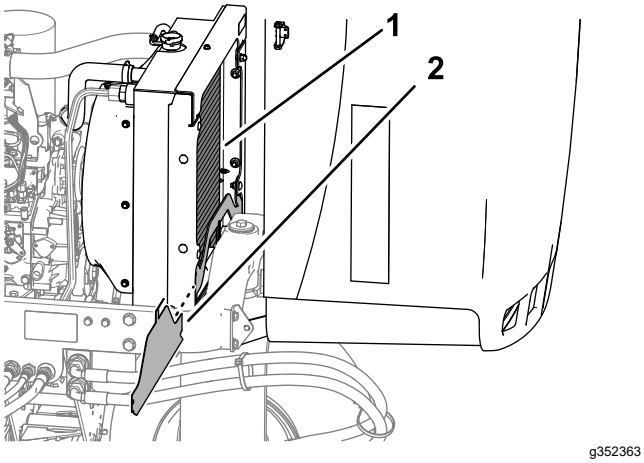

Figur 74
4. Ta bort det nedre kylarskyddet (Figur 74).
5. Rengör båda sidorna av kylaren noggrant med vatten eller tryckluft (Figur 74).